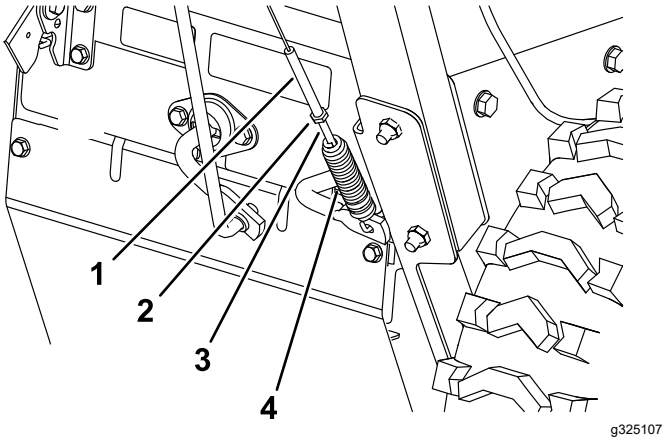
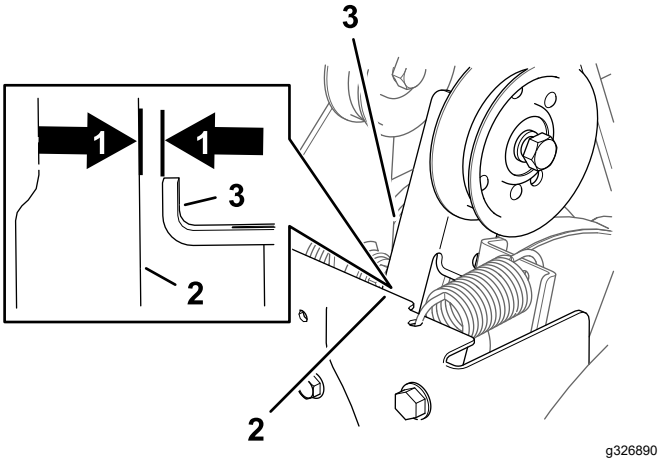

Figure 40
Figure 41
1. Desserrez l'écrou de blocage (Figure 40).
2. Tournez le tendeur de ressort jusqu'à obtention d'un jeu de 1,5 mm entre le cadre et le bras d'embrayage de la brosse (Figure 40 et Figure 41).
3. Resserrez l'écrou de blocage (Figure 40).